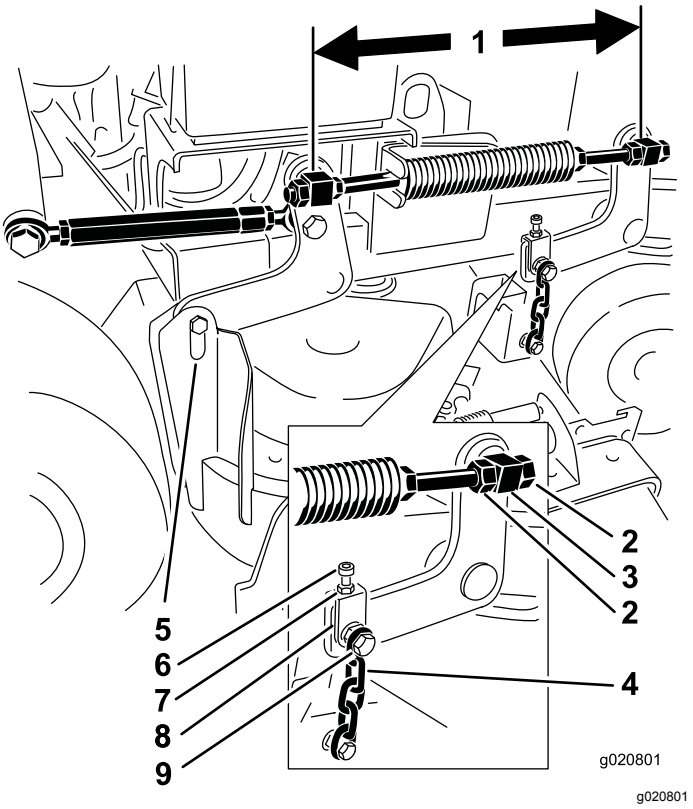

Figur 81
1. Kontrollera avståndet mellan lekarna. Mät i mitten av lekarna (längden från mitt till mitt) på den gängade stången (Figur 81).
2. Lossa kontramuttrarna på den **främre** lekaren (Figur 81).
4. Dra åt kontramuttrarna på den **främre** lekaren (Figur 81).
4. Lossa kontramuttrarna på de främre lekarna på höger och vänster sida (Figur 81).
6. Dra åt kontramuttrarna på de främre lekarna på höger och vänster sida (Figur 81).
4. Lossa kontramuttrarna på den främre lekaren på vänster sida (Figur 81).
6. Dra åt kontramuttrarna på den främre lekaren på vänster sida (Figur 81).
5. Lossa den övre kedjans skruvar (Figur 81).
6. Lossa kontramuttrarna på respektive ok (Figur 81).
8. Dra åt kontramuttrarna och den övre kedjans skruvar (Figur 81).